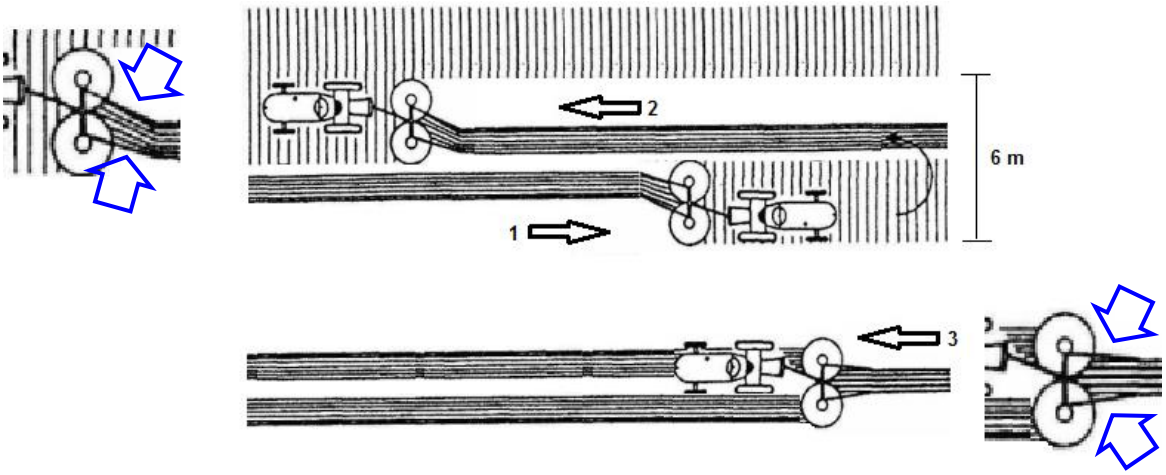

Fig. 18.
Lo schema impostato, come in fig.18, permette la formazione di andane strette (1 e 2). Il successivo passaggio del giroandanatore (3) può raggrupparle entrambe. In questo modo si ottiene un'unica andana centrale da un'area che inizialmente misurava 6 m.
Setting screens as shown at Fig.18, lets put windrows in close pairs. Close windrows can be put together during the next drive. In that way you get one bank from the width of 6 m.